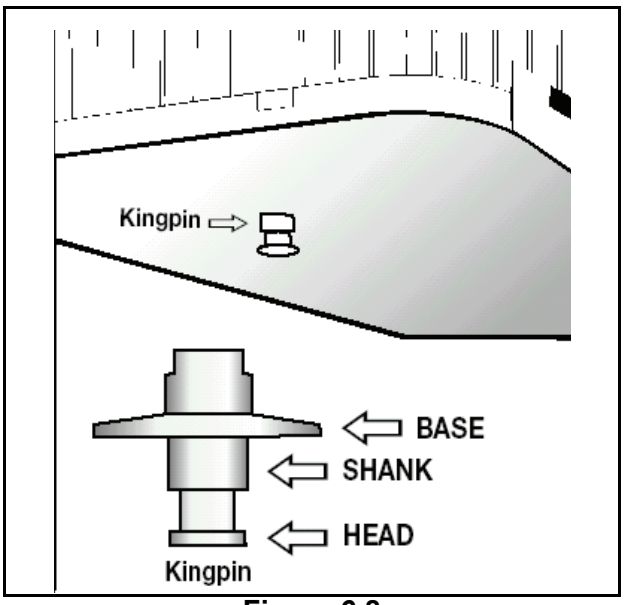

Figure 6.8
- ➢ Locking jaws around the shank, not the head of kingpin See Figure 6.8